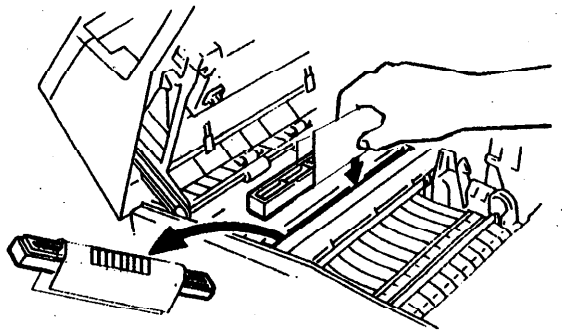

Рис. 3. Положение термочувствительной ленты
9. Прикрепите термочувствительную ленту к куску бумаги и оберните этой бумагой прокладку фьюзера так, чтобы лента была снизу со стороны вала фьюзера (Рис. 3).